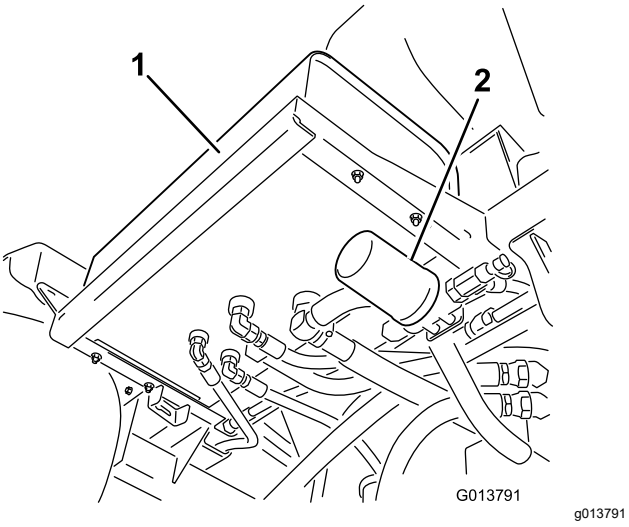
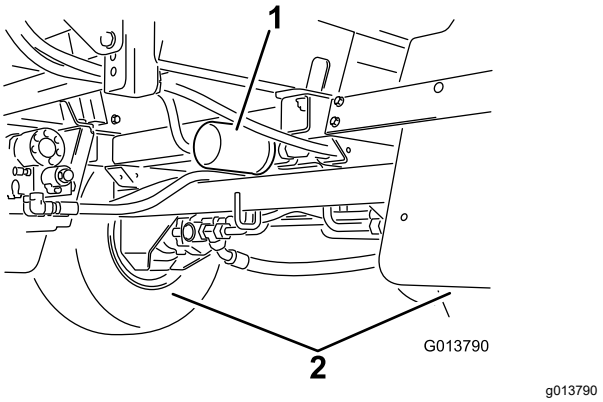

Figure 109
Figure 110
2. Locate the 2 hydraulic filters on the machine (Figure 109 and Figure 110).